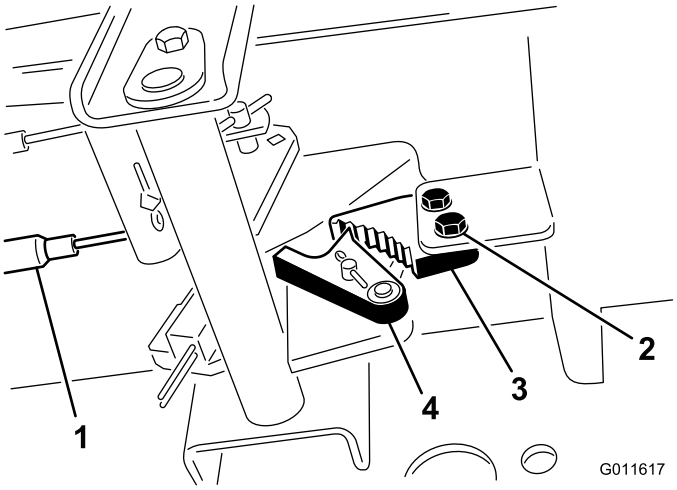

Figur 68
1. Løsne de to skruene som fester parkeringsbremsespaken til rammen (Figur 68).
2. Trykk parkeringsbremsepedalen fremover til bremsesperrehaken aktiveres fullstendig på bremsesperren (Figur 68).